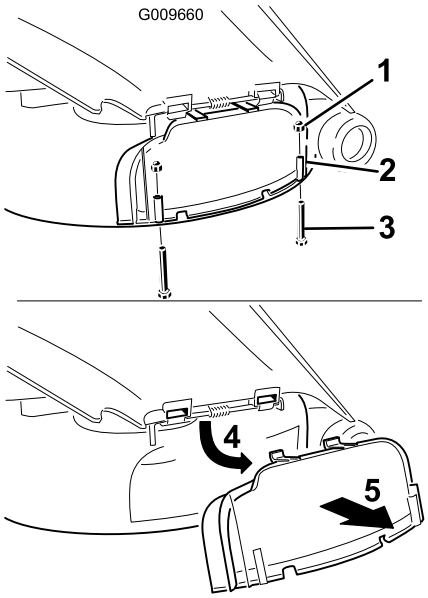

Figura 23
3. Rimuovete i due 2 bulloni e dadi che fissano il coperchio dello scarico al tosaerba (Figura 23).